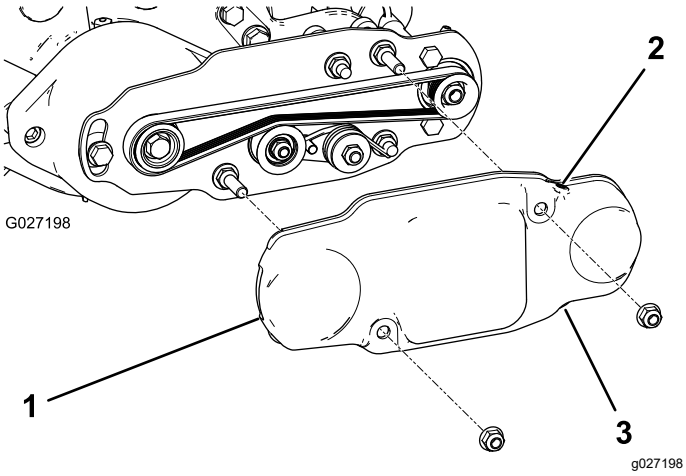

Figur 19
2. Skub remskærmen op på monteringsboltene, og fastgør skærmen med 2 flangemøtrikker (Figur 19).